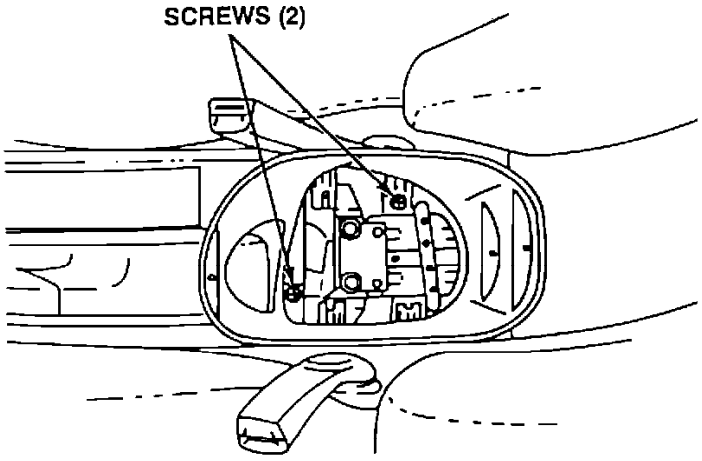

FIGURE 2
4. Remove the two screws that attach the console armrest compartment to the console panel ash receptacle bracket. See Figure 2.